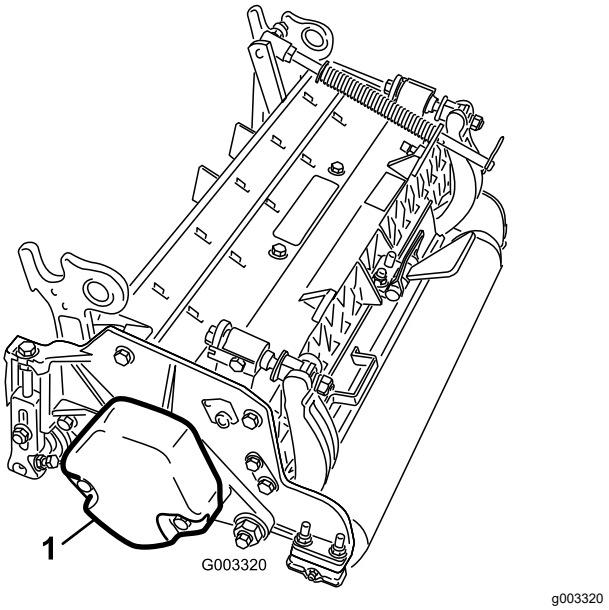

Рисунок 4
3. Убедитесь, что противовес (Рисунок 4) установлен на соответствующем конце режущего блока, как описано в *Руководстве по эксплуатации режущего блока*.